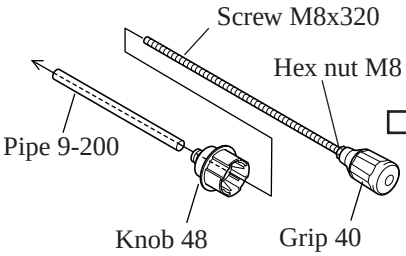
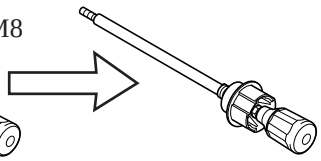
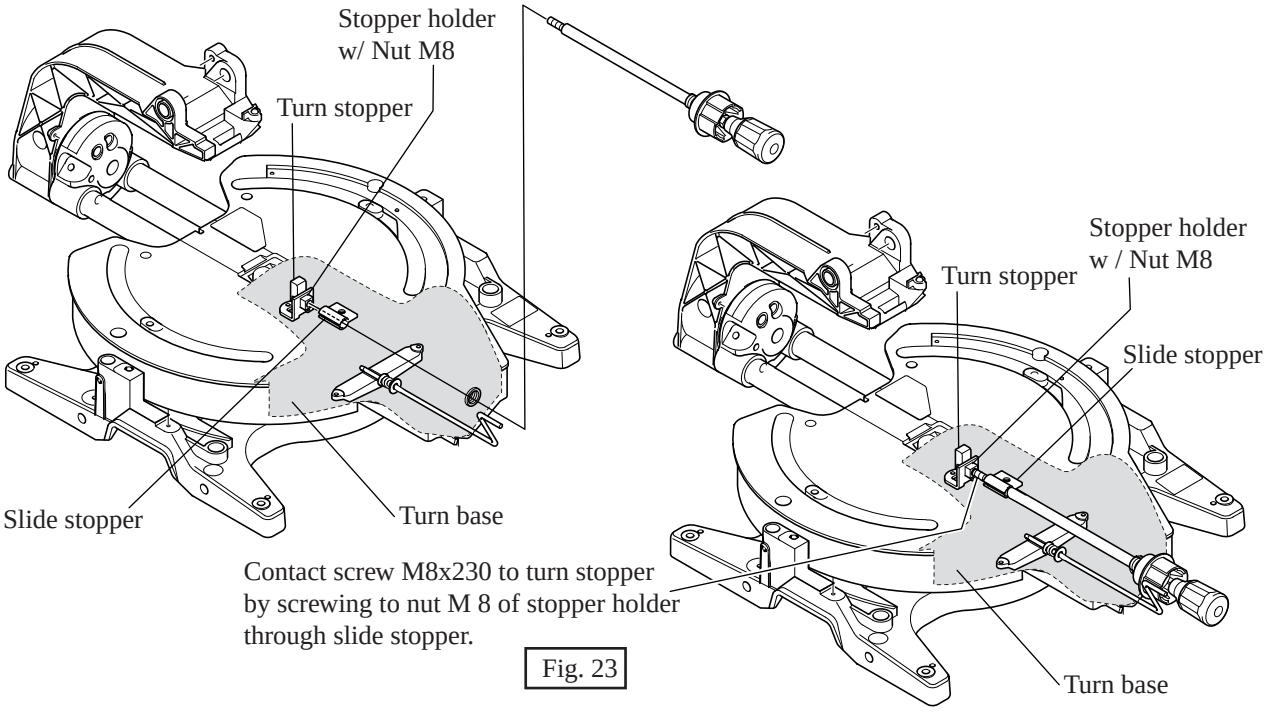

Fig. 22
Fig. 22A
Fig. 23
2. Assemble the above grip 40 and screw M8x320 to knob 48, and insert the screw M8x320 into pipe 9-200. See Fig. 22 and Fig. 22A.
3. Assemble the above grip 40 unit illustrated in Fig. 22A to turn base by inserting into its screw hole. See Fig. 23.